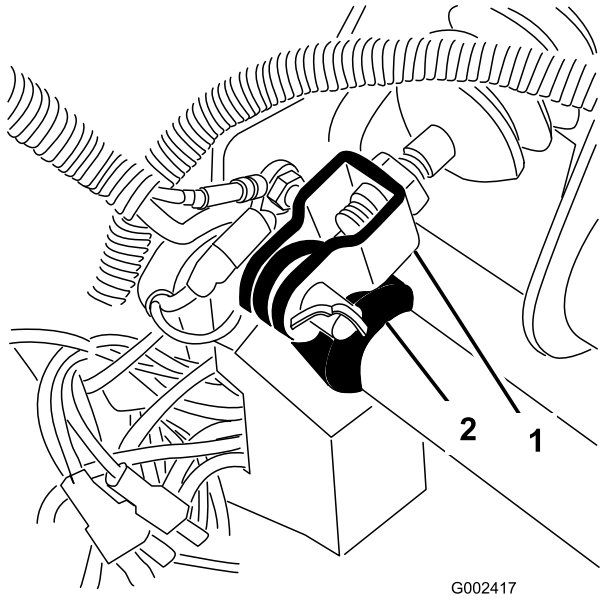

Figuur 68
1. Verwijder de R-pen en de gaffelpen, waarmee de gaffel van de hoofdremcilinder is bevestigd aan het draaipunt van het rempedaal (Figuur 68).
3. Draai de contramoeren los waarmee de gaffel is bevestigd aan de as van de hoofdremcilinder (Figuur 68).